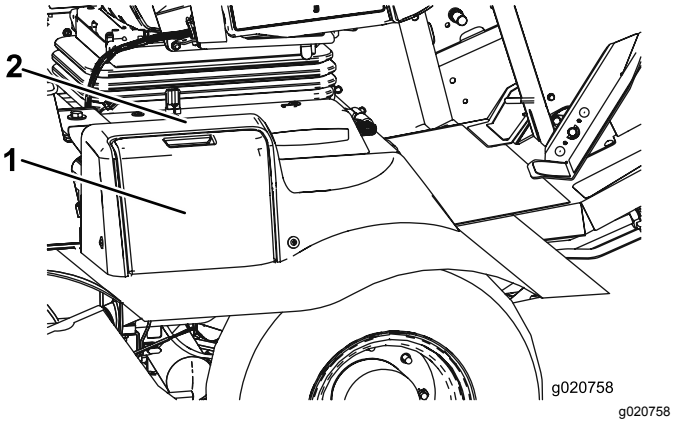

**Figuur 80**
1. Open het accudeksel (Figuur 80) aan de zijkant van het scherm.
**Opmerking:** Druk op het vlakke deel boven het accudeksel om het deksel gemakkelijker te kunnen wegnemen (Figuur 80).